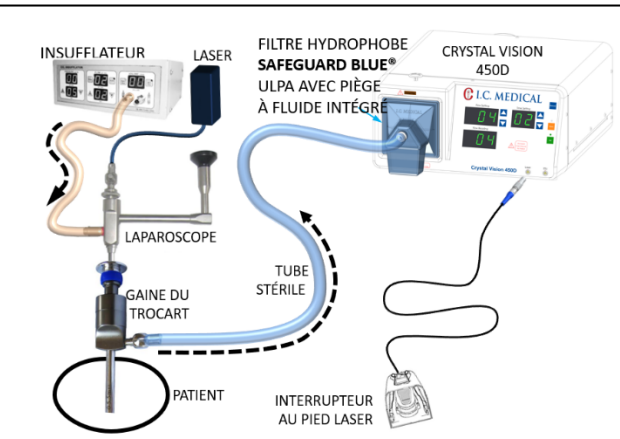

Figure 20 : Configuration laparoscopique lors de l'utilisation du laser CO_2 et de l'appareil Crystal Vision
2. Installez et connectez les tubes intra-abdominaux à l'appareil Crystal Vision à une extrémité, et l'autre extrémité à la CANNULE (TROCART). Reportez-vous à la Figure 20.